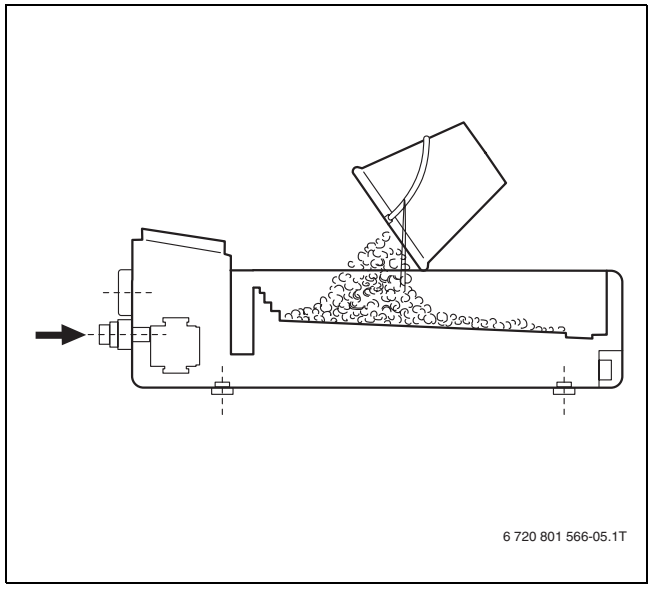

Рис. 5 Грязевая камера
- Засыпьте новый гранулят в соответствии с таб. 3 (→ рис. 5, стр. 7).